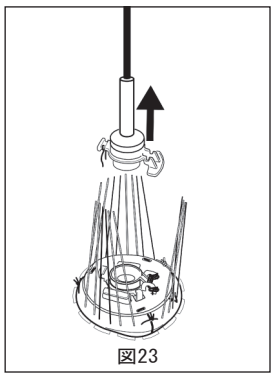

図23
5. ホルダ基部からハンドルを引き離して、ハンドルとハンドルアダプタを取り外します（図23）。